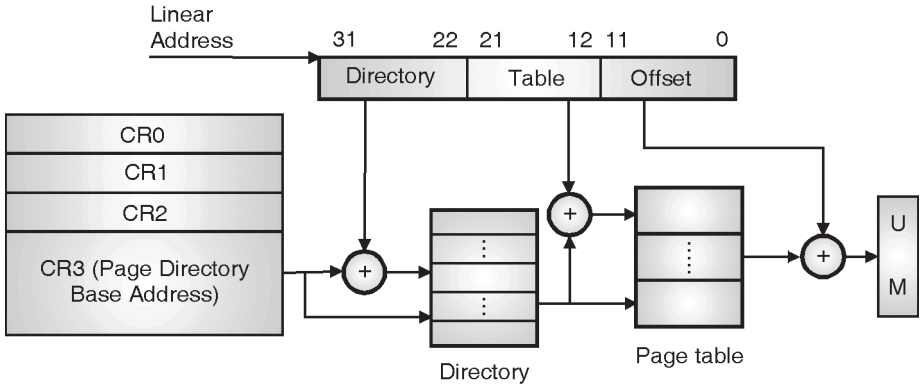

Fig. 5.14.1 : Paging mechanism
- This entry in a page table (32-bit entry), has 20-bit that selects the user required page. This page is also of 4 KB. The required memory operand from this page is selected by the last 12-bits of the linear address i.e. bit 11 to bit 0. This paging mechanism is shown in the Fig. 5.14.1.